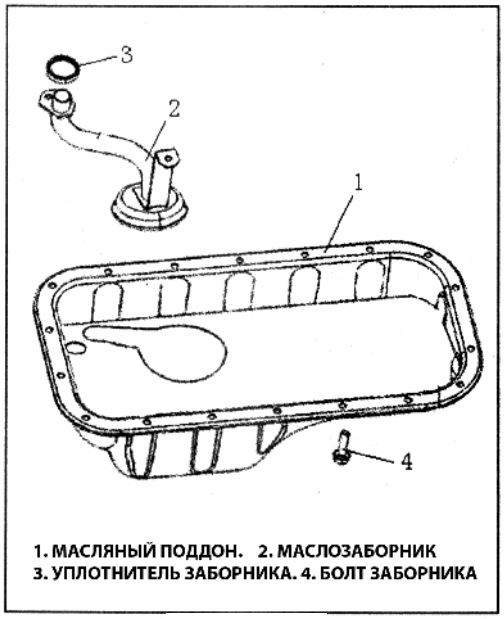

Рис. 44
2) Снимите масляный поддон (Рис. 44).
3) Снимите сетку маслозаборника (Рис. 44).
1) Установите уплотнитель на место как показано на рисунке (Рис. 44).